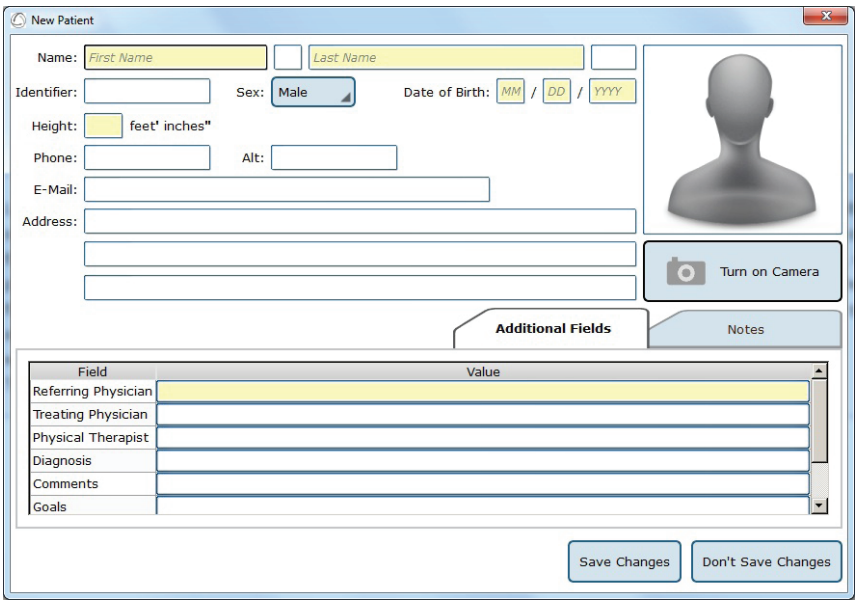
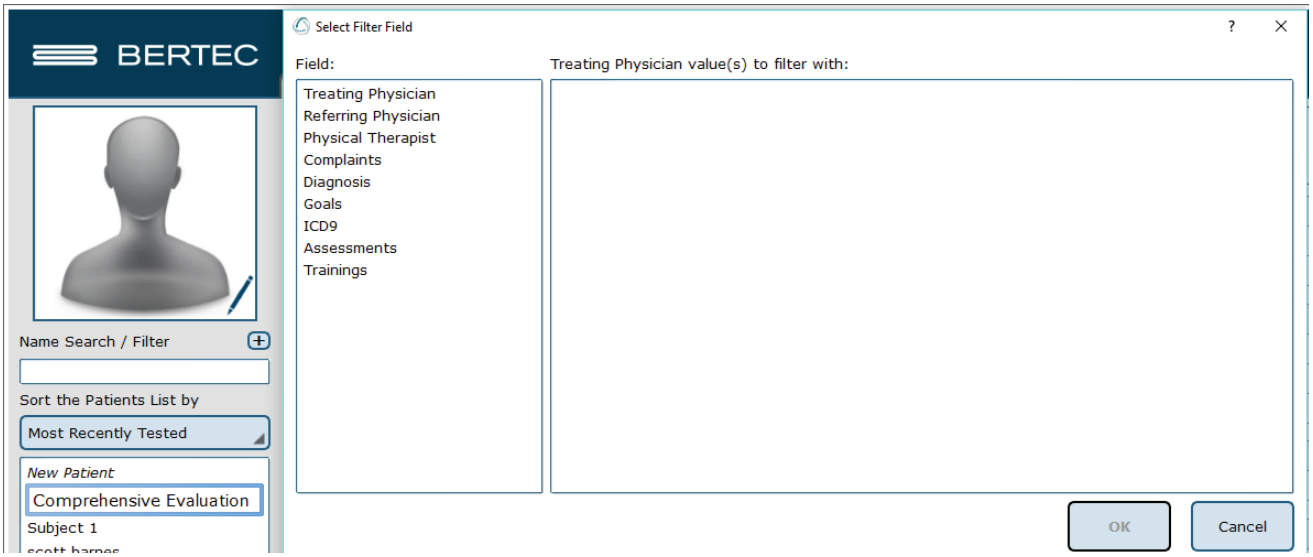

Figure 15: The New Patient Window.
Figure 16: Select Filter Field - Patient List.
2. After clicking, a popup window will appear with empty patient information fields. Illustrated in Figure 15.
For example, if a list has been created for Physical Therapist containing John, April and Joanne, the patient list can be filtered to show only Joanne's patients. To do this, click on the + sign (shown in Figure 15) next to Name Search / Filter, then click on Physical Therapist, then on the box next to Joanne. This screen is shown in Figure 16. Once the item to filter by has been selected, click OK. Multiple items can be added to the "filter by" list, just continue clicking on the + sign next to Name Search / Filter and repeating the same process as before. To remove an unwanted filter, click on the – sign that appears next to the filter label.